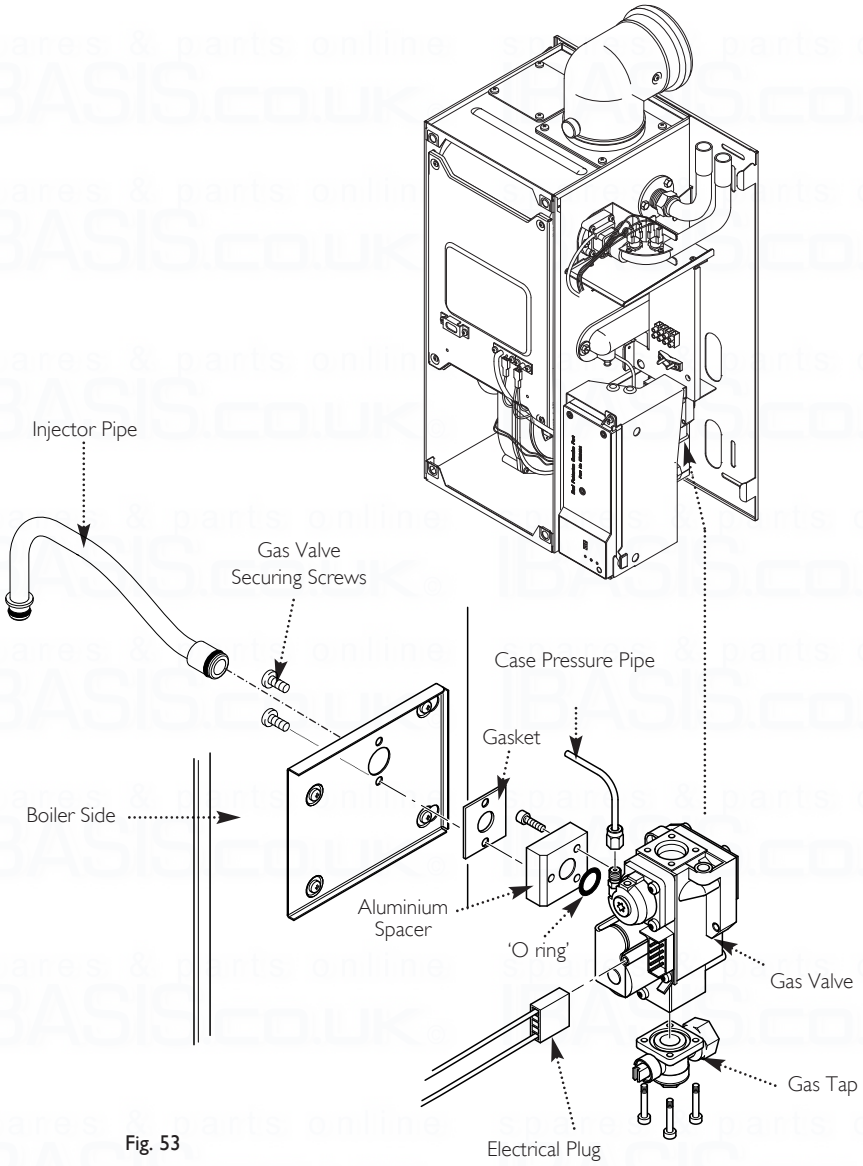

Fig. 53
15.7 Injector Pipe (Fig. 53)
15.8 Gas Valve (Fig. 53)